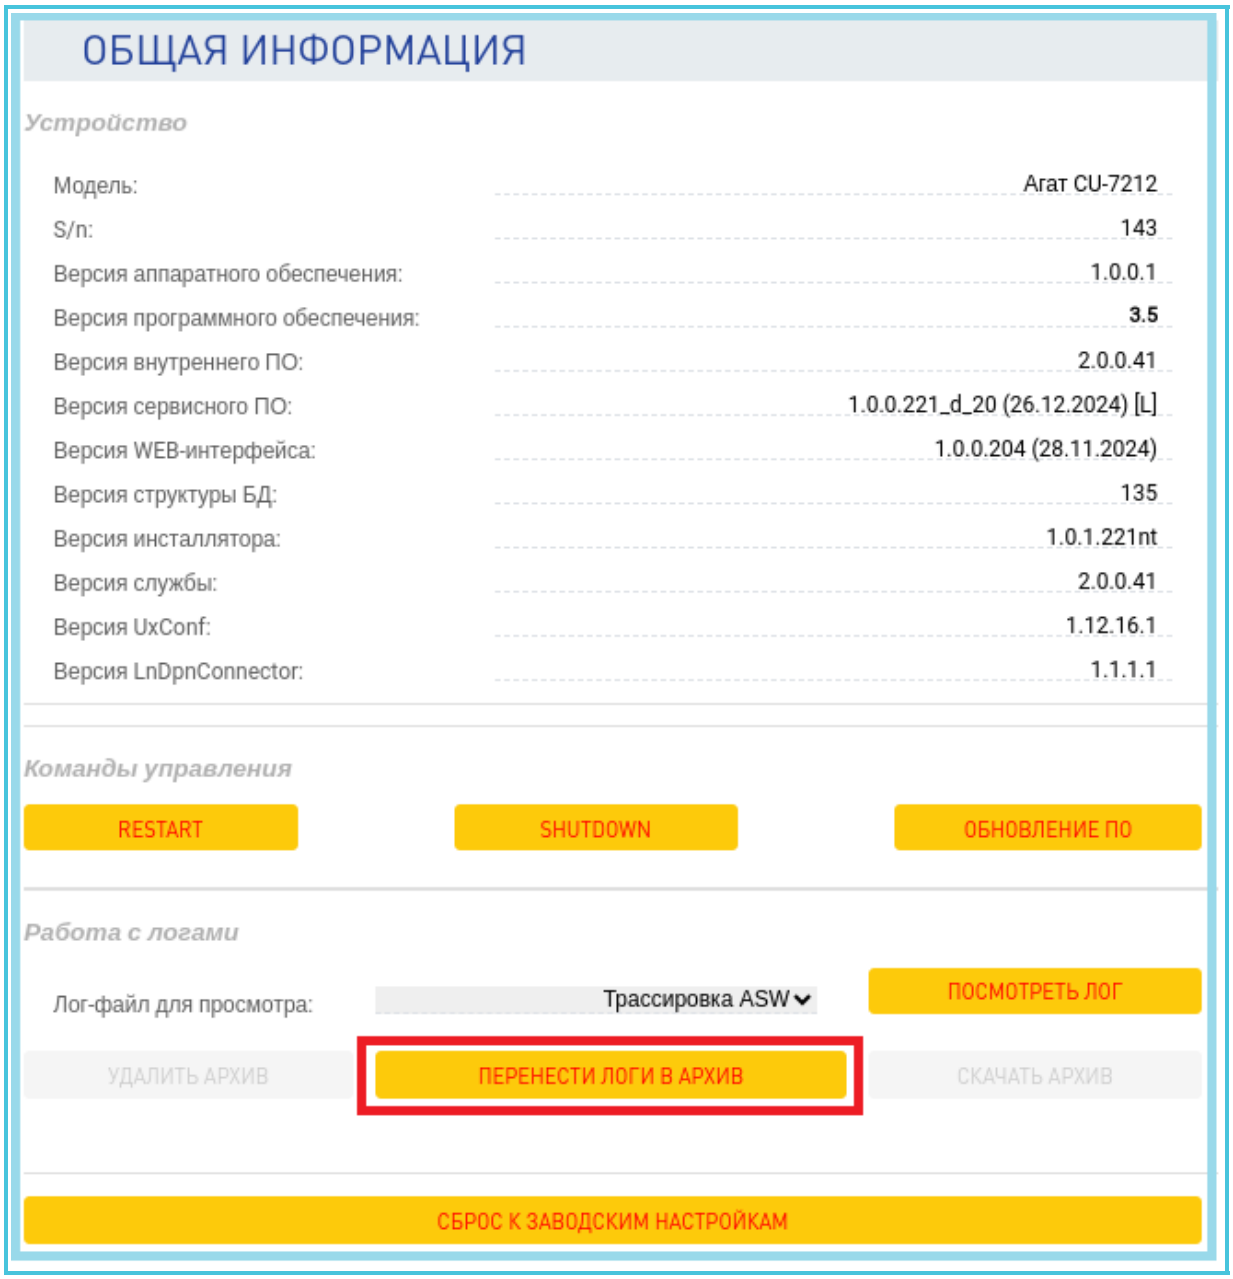

Рисунок 3.29 – Кнопка «Перенести логи в архив» на вкладке «Устройство»
2. В WEB-интерфейсе на вкладке «Устройство» нажать кнопку «Перенести логи в архив» (рис. 3.29).